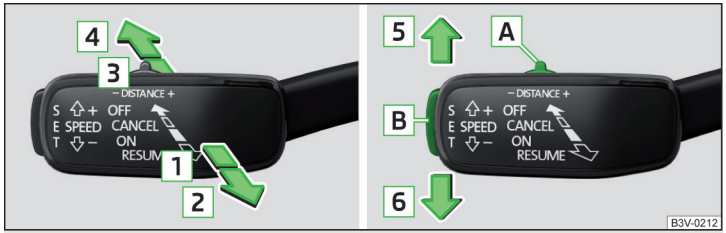

Fig. 238 **Elementos de mando del dispositivo de limitación de velocidad**
Vista general del sistema regulador del dispositivo de limitación de velocidad » fig. 238
- La palanca de operación ACC en posición **ON** colocar » fig. 238.